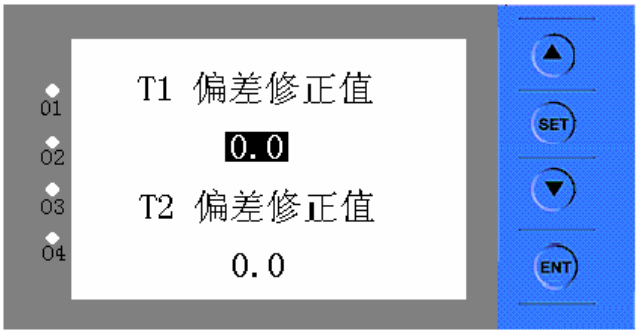

图 7：校正设定画面
9. 校正设定：校正设定画面如图 7 所示。T1、T2 偏差修正值设置，正常情况下 T1、T2 的温度偏差值设为零。